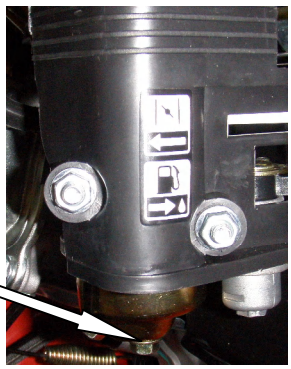

Рис. 19.
- Если в топливном баке осталось много топлива, то выкрутить сливной болт поплавковой камеры карбюратора и слить топливо из топливного бака и карбюратора (см. рис. 19).